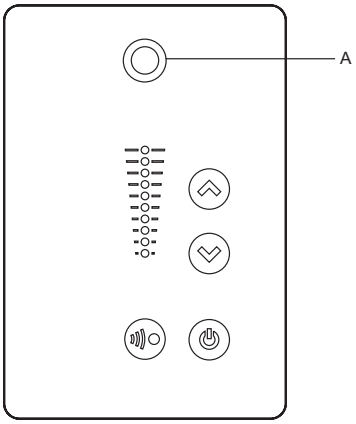

Рис. 84 Grundfos Eye
Индикатор работы насоса Grundfos Eye, расположенный на панели управления, показывает текущее состояние насоса. См. рис. 84 (A).